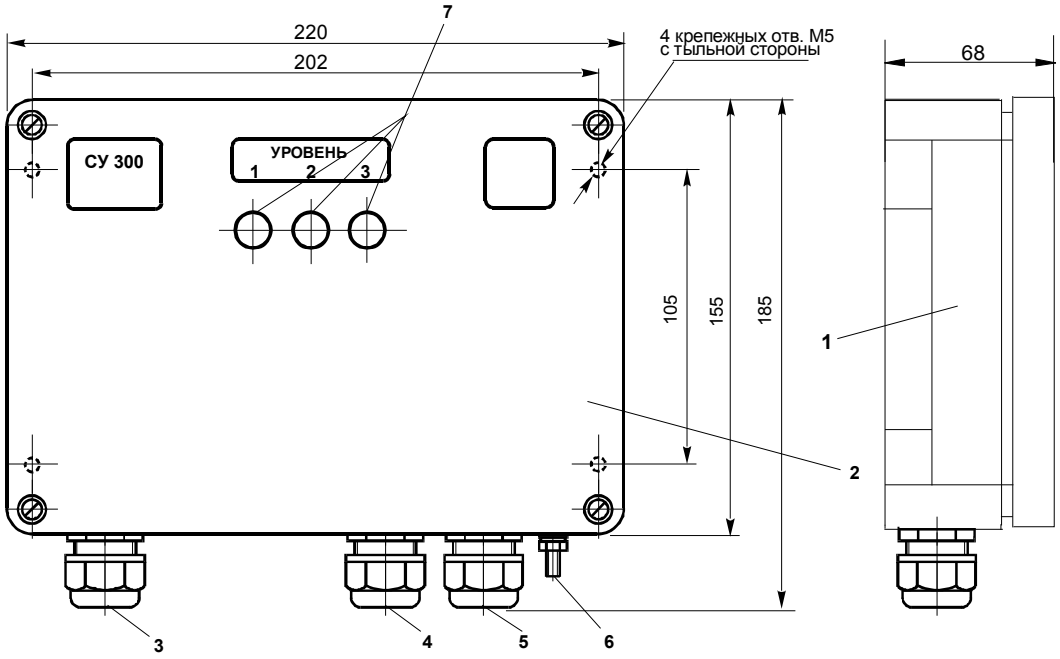

Рисунок 3 – Внешний вид и габаритные размеры вторичного преобразователя
1.3.5 Вторичный преобразователь (рисунок 3) состоит из корпуса 1, крышки 2 и электронного модуля, расположенного внутри корпуса. Для подключения заземляющего проводника служит зажим заземления 6. На нижней стороне корпуса расположены три кабельных ввода 3, 4, 5. На крышке расположены три светофильтра 7 для светодиодов, сигнализирующих срабатывание выходных реле.
2.1.8 Вторичный преобразователь закрепляется четырьмя винтами М5 с тыльной стороны щита (рисунок 3).